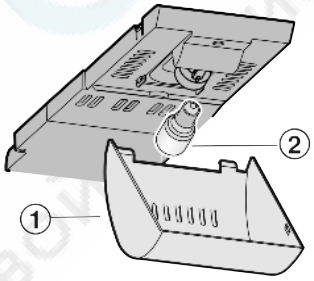

Fig. 16
- ▶ Возьмитесь за крышку *Fig. 16 (1)* спереди и снимите с крючка сзади.
- ▶ Лампу накаливания *Fig. 16 (2)* заменить.
- ▶ Снова наденьте крышку *Fig. 16 (1)*.